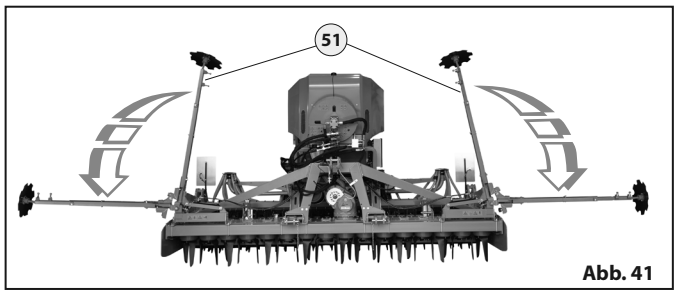

Abb. 41
- Die Arme des Spuranzeigers **51** unter Betätigung der hydraulischen Traktorsteuerung öffnen „Abb. 41".